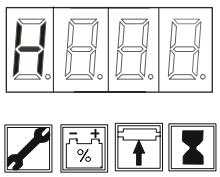

Fig. 12
- Halten Sie [S18] gedrückt, bis “H” angezeigt wird, lassen Sie danach [S18] los. Fig. 12